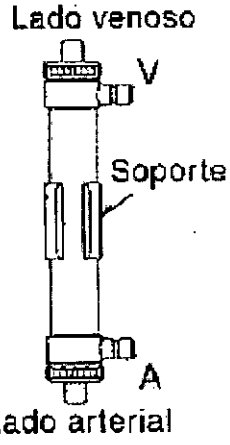

Figura 3.4.1:
1. Sacar el dializador del paquete y ajustarlo al soporte de manera que el lado venoso este dirigido hacia arriba (figura 3.4.1).